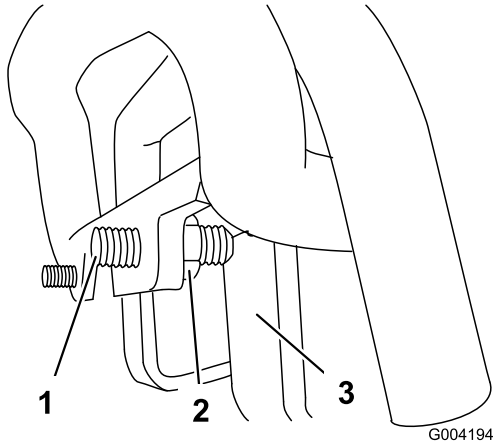

Figur 59
3. Om traktorenheten drar åt **vänster**, lossa **höger** kontramutter och justera inställningsskruven framtill på drivreglaget (Figur 59).
4. Om traktorenheten drar åt **höger**, lossa **vänster** kontramutter och justera inställningsskruven framtill på drivreglaget (Figur 59).